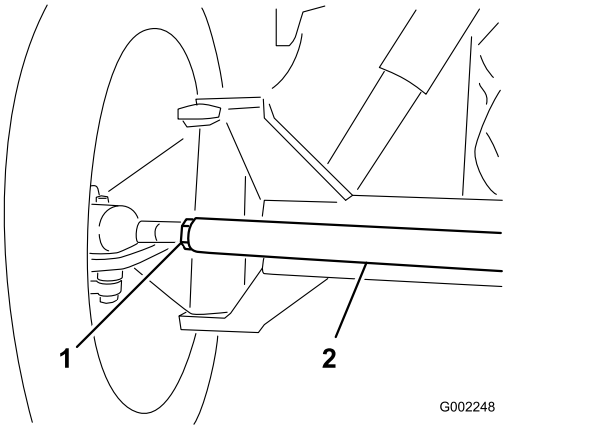

Figura 53
3. Si la distancia no está en el intervalo especificado, afloje las contratuercas en ambos extremos de la biela (Figura 53).